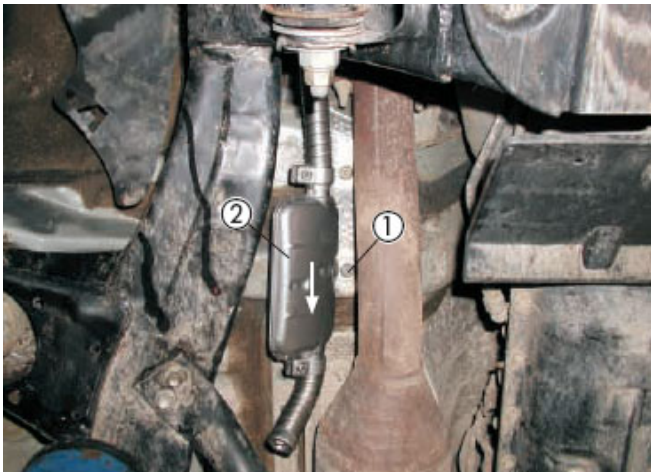

Bilde 8
Tre 2 stk gummiprofiler (2) på eksosrøret (1) og legg eksosrøret som vist ned til eksospottens plassering. *(bilde 8).*